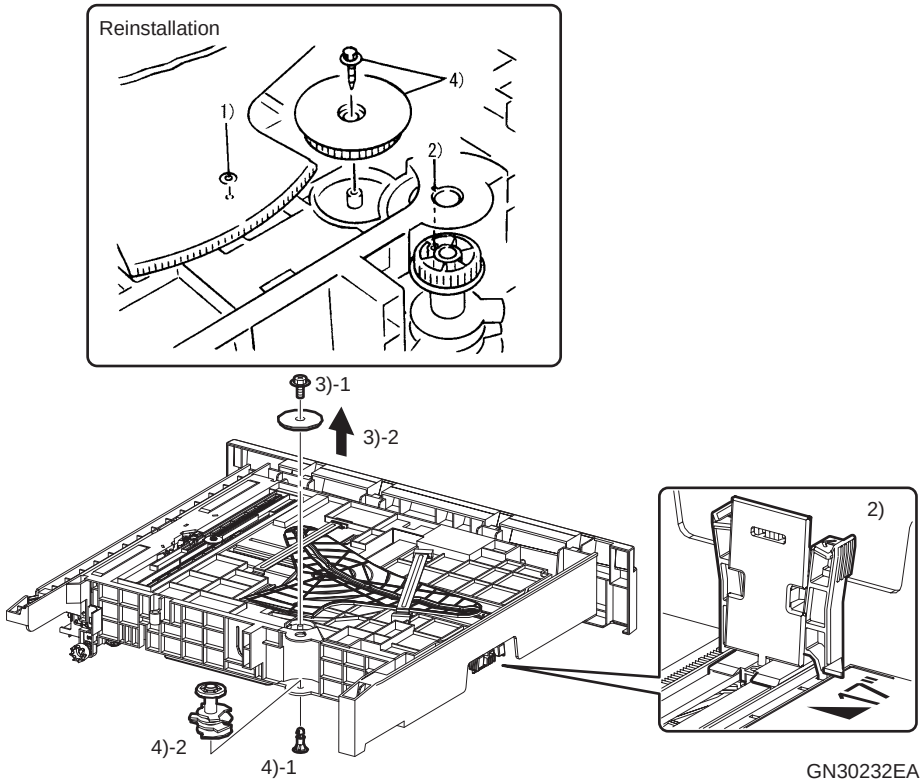

Figure 4-42. Removing the CAM SIZE, PIN LOCKING and GEAR IDLE
2. Move the GUIDE ASSY END to the position in Figure 4-42 (17" position).
2. Move the GUIDE ASSY END to the position in Figure 4-42 (17" position), and match the hole of the CAM SIZE with the U groove of the TRAY.